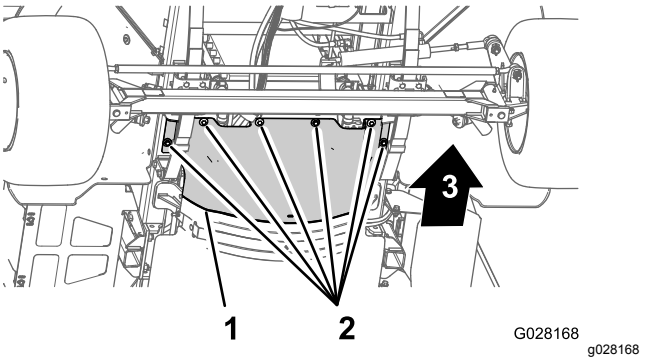

Figur 59
3. Fjern de 6 sekskantbolte og 6 spændeskiver, der fastgør det forreste varmeskjold til chassiset, og fjern skjoldet (Figur 59).